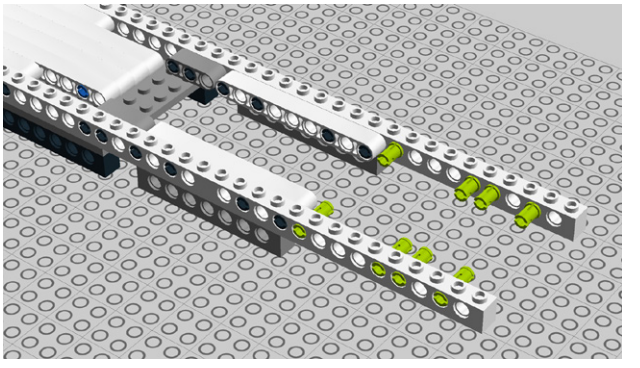

Figure 8-63. *Step 58: Adding eight pegs*
58. Add eight more connector pegs (Figure 8-63).